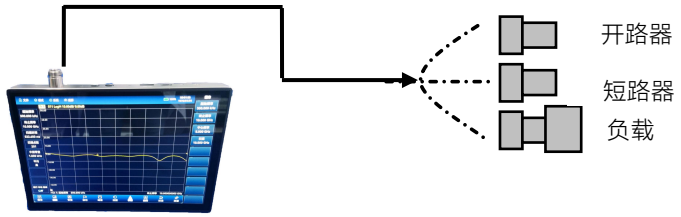

图 7.2 有效方向性、有效源匹配、反射跟踪测试框图
测试框图如图 7.2 所示：
3) 按[校准]→[校准件]选择正确的校准件，再按[机械校准] →[单端口]，如图 7.2，依次完成开路、短路、负载等标准件的测量，最后按[完成]键完成校准；
3) 按[校准]→[校准件]选择正确的校准件，再按[机械校准] →[单端口]，如图 7.2，依次完成开路、负载、短路等标准件的测量，最后按[完成]键完成校准；